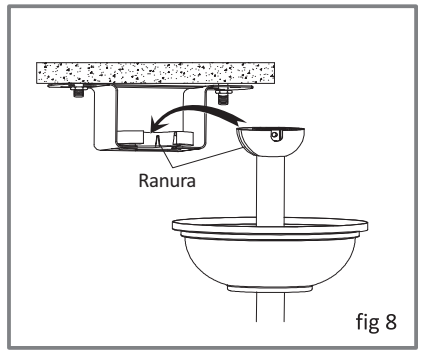

fig 8
2) Asegúrese que la ranura de la bola de la varilla está alineada con la lengüeta en el soporte de suspensión (fig 8)